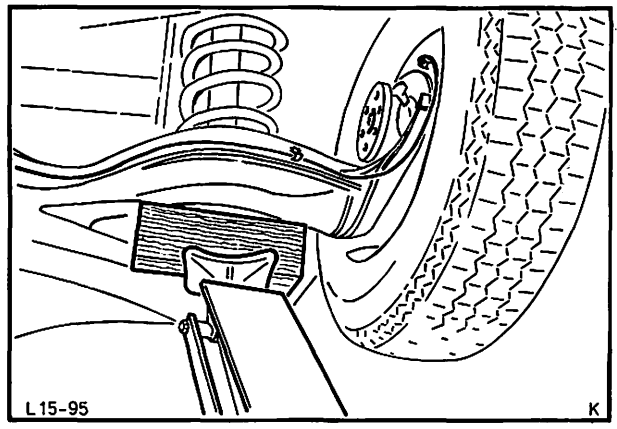

Abb. 150 Schräglenker mit Wagenheber abstützen bzw. absenken
4. Schräglenker mit Wagenheber abstützen, Abb. 150, und Stoßdämpfer von der Bodengruppe abbauen (1 Mutter und Scheibe).